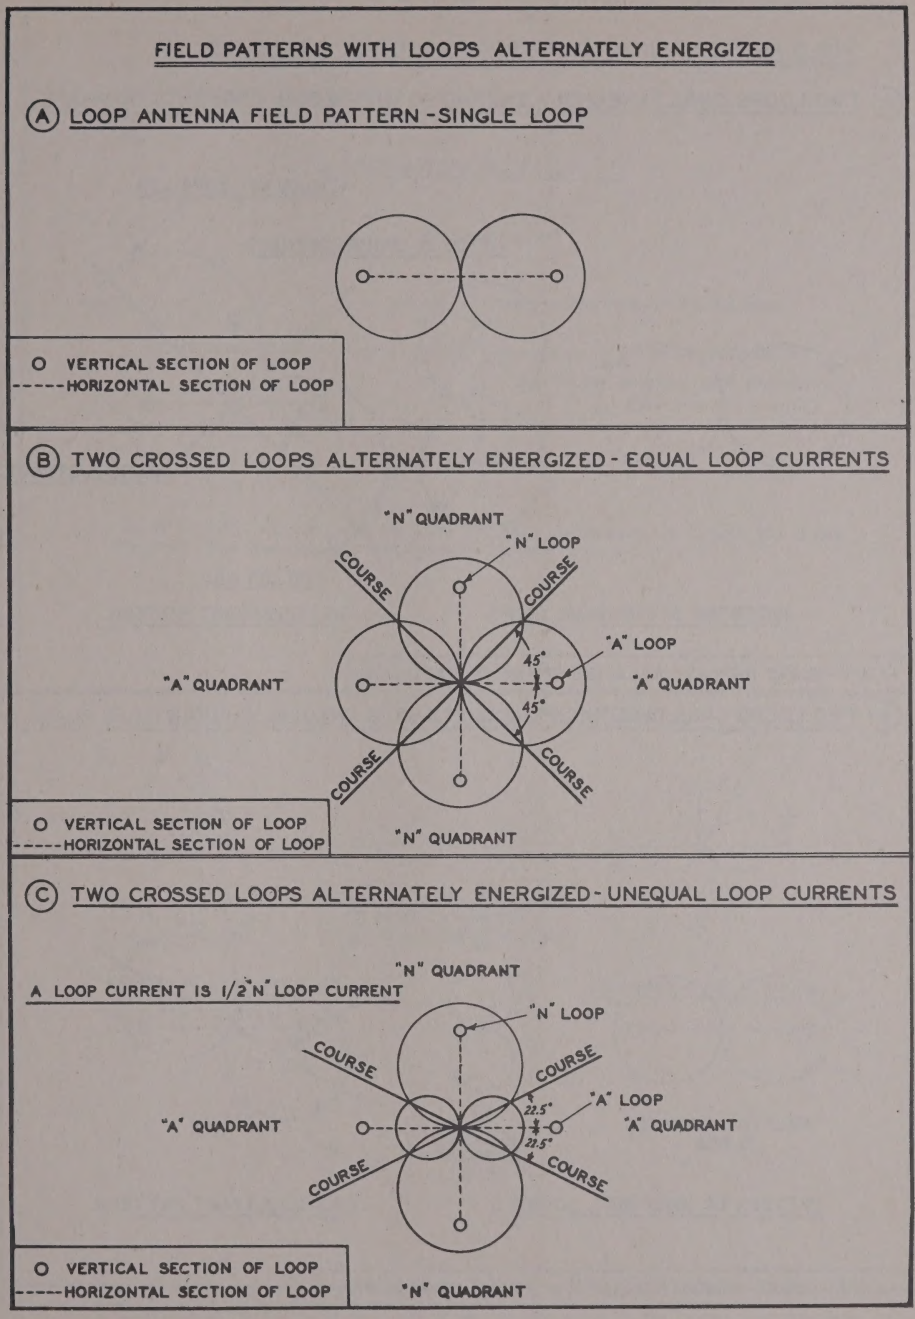

Figure 30. Theory of radio range, field patterns with loops alternately energized.
b. Radiation Patterns. The horizontal radiation pattern of a vertical loop antenna is a figure-8 with the nulls broadside to the loop (fig. 30A). The horizontal radiation pattern of the two vertical antennas excited with equal currents 180° out of phase (sometimes called a "grounded Adcock") is identical with that of the loop. In fact the only useful portions of the loop are the two vertical elements. The horizontal portions merely serve to feed the vertical sections with equal currents, 180° out of phase. If the two loops are placed at right angles to each other and alternately energized, they will alternately establish figure-8 patterns at right angles to each other (fig. 30B). If the loops are *alternately* energized with interlocked A and N characters, so that a mark on one loop is a space on the other, a continuous tone will be received on the lines 45° from the loops where the loops supply signals of equal intensity. Moving off these lines, either an A or N signal will predominate (fig. 30). Had one loop been fed less current than the other, the lines of equal signal from each loop would have been shifted or squeezed closer to the plane of the weaker loop (fig. 30C).
c. Course Setting. (1) The radio range system described foregoing will establish courses fixed in position by the physical position of the loops. The goniometer, based on the following theory, permits setting of the courses at any desired horizontal position independent of the loop position.